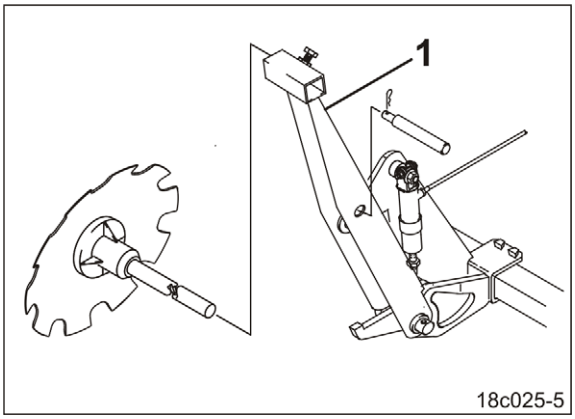

Fig. 174
7. Sæt sporskiveholderen (Fig. 174/1) i transportstilling (se kap. "Sæt sporskiveholderen fra køresporsmarkøren i arbejds-/ transportstilling", på side 151).